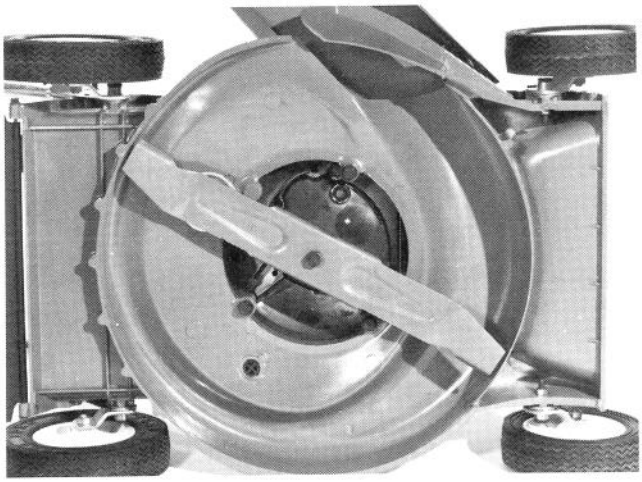

Figure 27
3. Tip mower on its left side (Fig. 27). Remove grass clippings and dirt that sticks to the housing by spraying it with a garden hose. Scrape out any grass that water does not remove from housing.